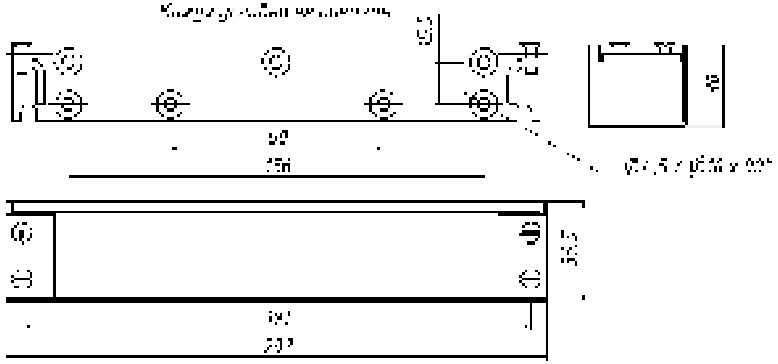

Рис. 2
3.2 Габаритно-установочные размеры комплекта показаны на рис.2.